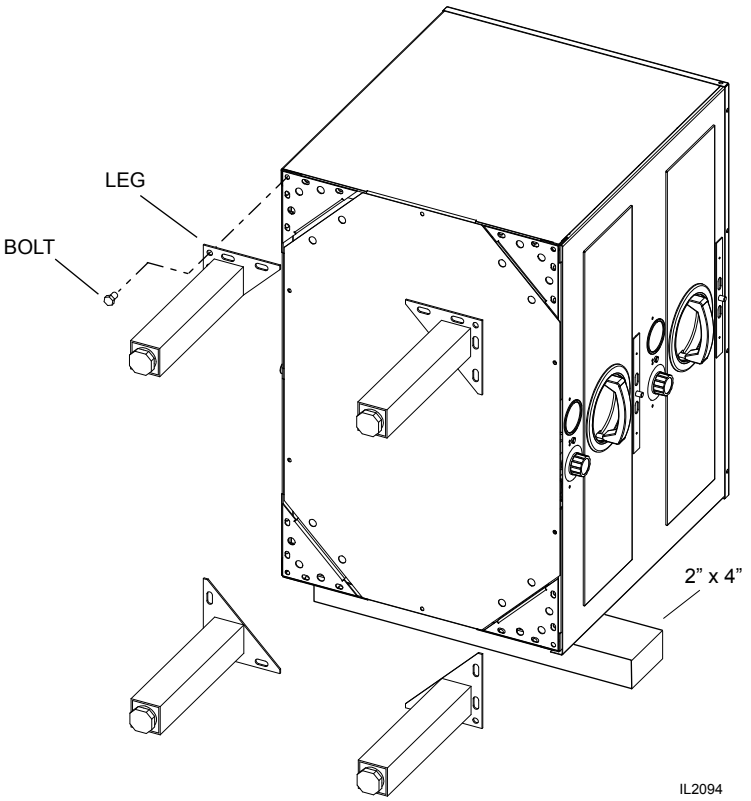

Fig. 2-1, Leg / Caster Installation
2. Remove all tape from unit and set food server on its side on three 2x4’s (as shown in Figure 2-1) so the packing skid attached to the bottom of the unit is off the ground.